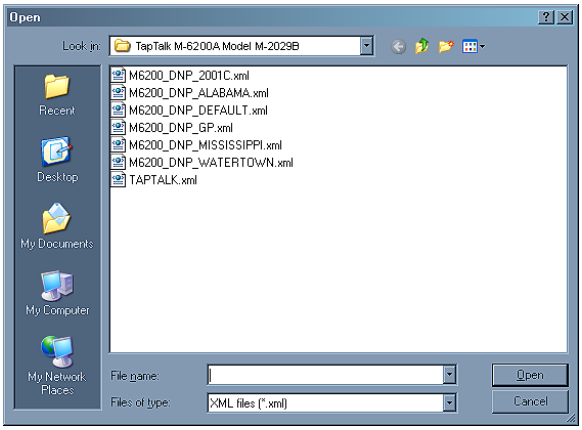

Figure 3-71 Open File Dialog Screen
2. Select **OK**. TapTalk will display the Open File Dialog screen (Figure 3-71) with a default *.xml file extension.